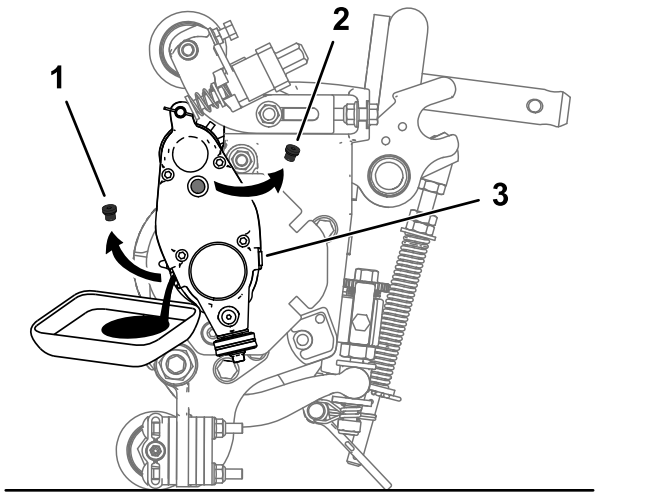

Figur 25
5. Tipp klippeenheten bakover på støtten til tappeåpningen er helt nederst, for å sikre fullstendig tømming (Figur 25).